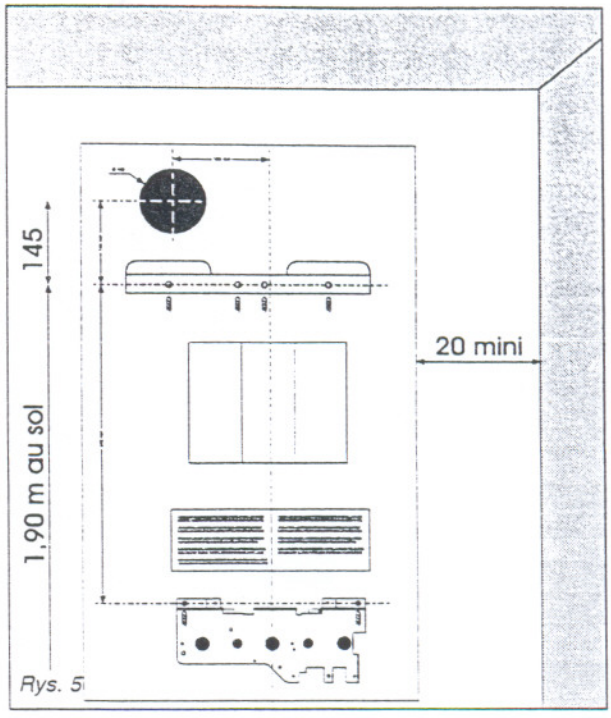

Rys. 5
• Przestrzeganie minimalnej wysokości 1,80 m dla dolnej krawędzi przerywacza ciągu w przypadku gdy pełni on funkcję wentylacji górnej (Model C). Warunek ten jest spełniony gdy szyna mocująca (rys. 5) jest usytuowana na wysokości 1,90 m od podłogi.